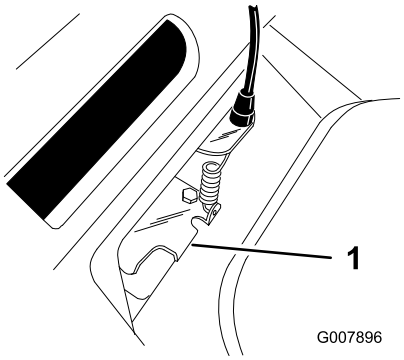

Figur 26
5. Skjut ner remstyrningstabben tills den vidrör gräsklipparen och håll den därefter på plats (Figur 26).